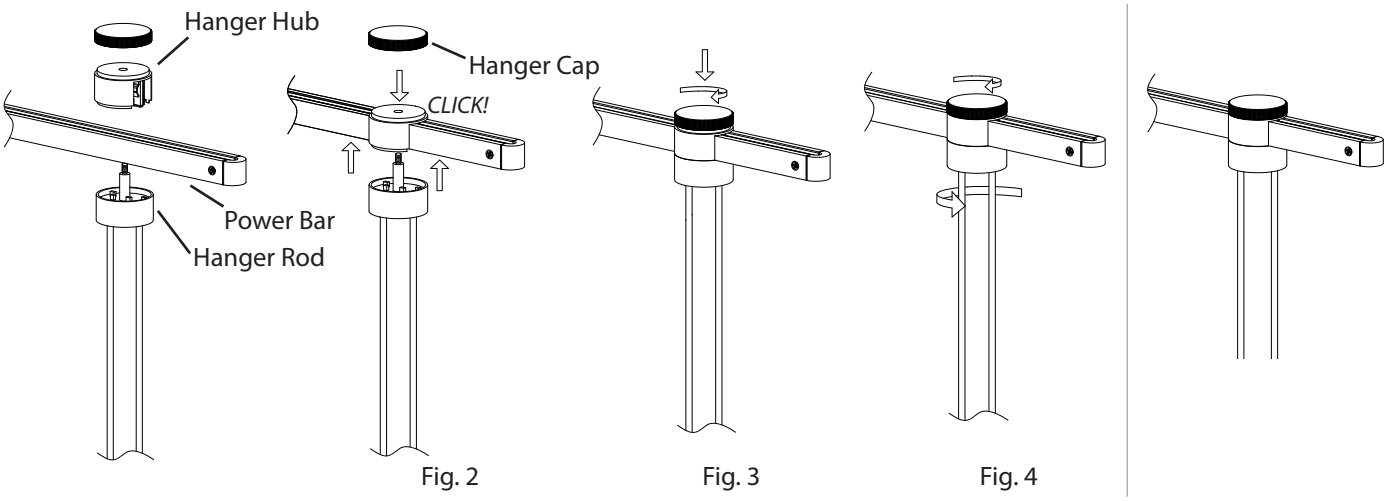

Fig. 2 Fig. 3 Fig. 4
2. Press down firmly on top of **Hub**, while pressing up on the bottom of the **Power Bar**, until the Hub clicks into place (Fig. 2).